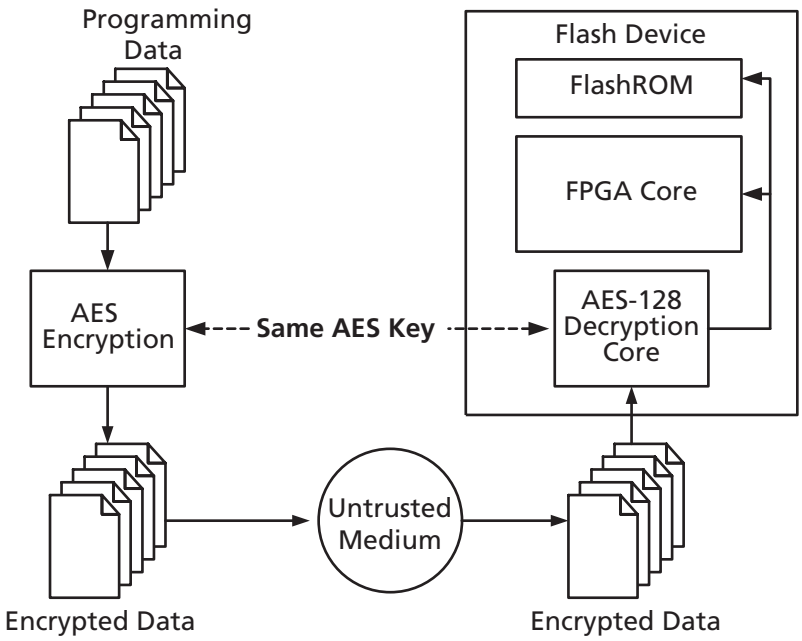

Figure 5-5 • **Programming FlashROM Using AES**
Low-power flash devices with AES-based security allow for secure remote field updates over public networks such as the Internet, and ensure that valuable intellectual property (IP) remains out of the hands of IP thieves. Figure 5-5 shows this flow diagram.